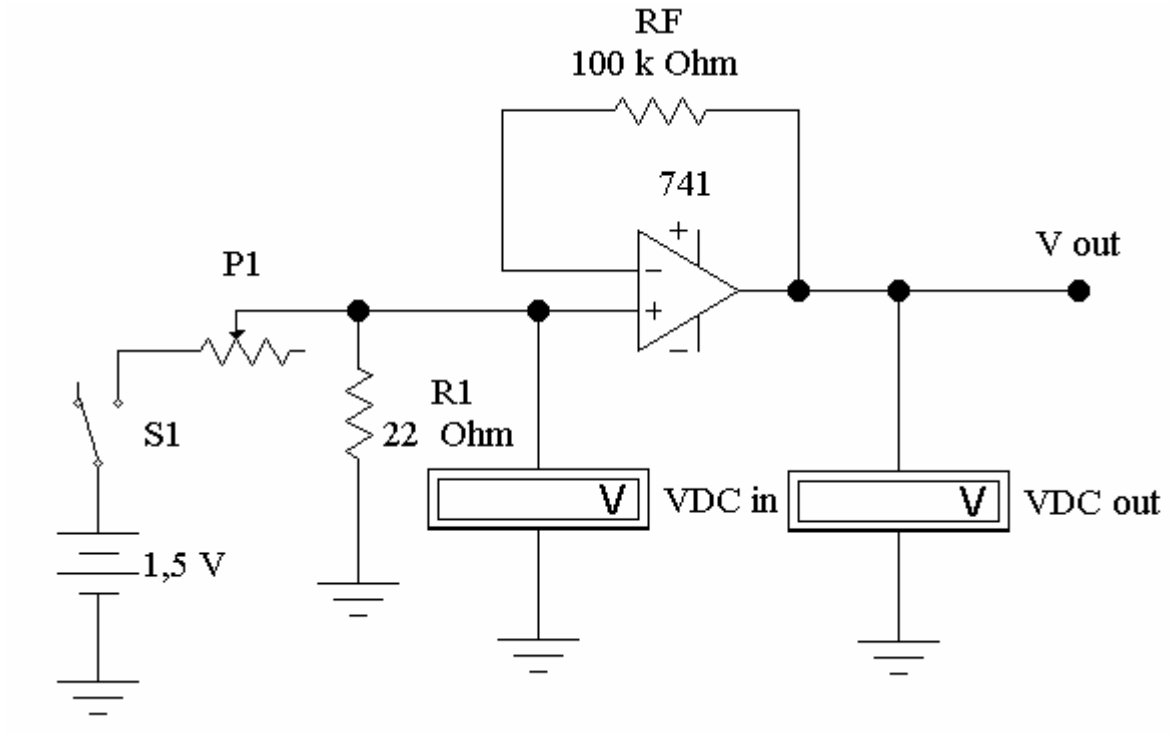

Figura 1 – Circuito para verificação do *off-set* de entrada.
3.1. Montar o circuito apresentado na Figura 1 com a fonte de alimentação ajustada para +15 e −15 *volts* e mantendo-a desligada;